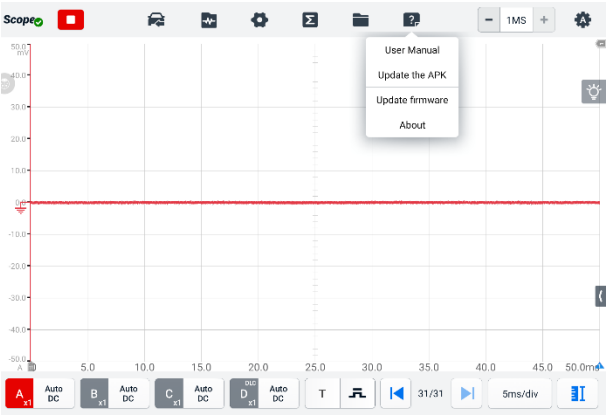

Figura 9-2 ***Ecran de ajutor***
1. Atingeți butonul **Ajutor** din bara de instrumente superioară a ecranului. Se afișează un meniu derulant. (Consultați *Figura 9-2 Ecran de ajutor*.)